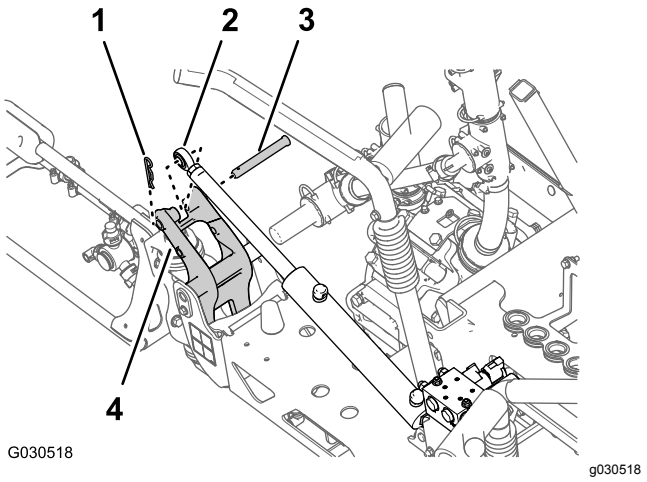

Figur 38
2. Fjern hårnålssplinten og splittpinnen som fester stangenden på løftesylinderen til svingbraketten (Figur 38).